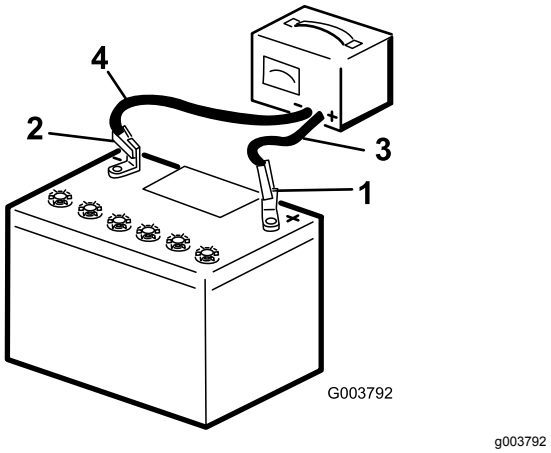

Figuur 41
2. Laad de accu op gedurende 4 tot 8 uur bij 3-4 A (Figuur 41). De accu niet te ver opladen.
3. Zodra de accu volledig is opgeladen, haalt u de acculader uit het stopcontact en maakt u vervolgens de oplaadkabels los van de accuklemmen (Figuur 41).
1. Gebruik de eerder verwijderde bevestigingsmiddelen om de pluskabel (rood) op de pluspool (+) van de accu aan te sluiten (Figuur 41).
3. Gebruik de eerder verwijderde bevestigingsmiddelen om de minkabel (zwart) op de minpool (–) van de accu aan te sluiten (Figuur 41).
4. Bevestig de accu met de balk en vleugelmoeren (Figuur 41).